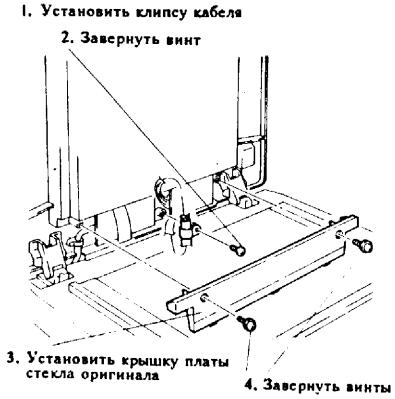

Рис.16 Установка крышки платы стекла оригинала
(7) Установить I/F плату карты с интегральными схемами на крышку стекла оригинала (рис.16).